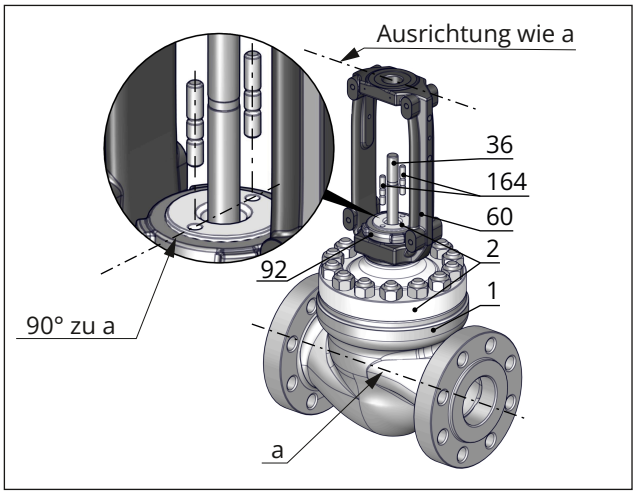

Bild 33: *Ausrichtung des Oberteils auf dem Ventilgehäuse und Ausrichtung des Jochs auf dem Oberteil*
14. Trägerelement (63) inklusive der eingepressten Buchse (7) senkrecht und konzentrisch über die Kegelstange (36) in das Gehäuse (1) einführen bis er auf der Auflagefläche innen im Gehäuse aufliegt. Dafür bei großen Nennweiten Sonderwerkzeug verwenden.
15. Neuen Spiraldichtring (126) am Trägerelement (63) einlegen.
16. Neuen Spiraldichtring (17) im Gehäuse (1) einlegen.
17. Ventiloberteil (2/21) einschließlich Joch (60) von oben senkrecht über die Kegelstange (36) lose auf das Gehäuse (1) setzen. Ausrichtung beachten, vgl. Bild 33. Die beiden Bohrungen auf der Oberseite des Oberteils müssen senkrecht zur Rohleitungsachse liegen.
18. Kegel (5) fest in den Sitz (4) drücken. Dabei Ventiloberteil (2/21) mit Gehäusemuttern (14) befestigen. Gehäusemuttern (14) schrittweise über Kreuz anziehen. Anzugsmomente beachten.
9. Am Ventilgehäuse (1) einen neuen Spiraldichtring (17) einlegen. Auflagefläche der Dichtung vorab reinigen und auf Unversehrtheit prüfen.
10. Am Trägerelement (63) bzw. Sitzniederhalter (124) einen neuen Spiraldichtring (126) einlegen. Auflagefläche der Dichtung vorab reinigen und auf Unversehrtheit prüfen.
11. Ventiloberteil (2/21) einschließlich Joch (60) von oben senkrecht über die Kegel- bzw. Kolbenstange (36) lose auf das Gehäuse (1) setzen. Ausrichtung beachten, vgl. Bild 33. Die beiden Bohrungen auf der Oberseite des Oberteils müssen senkrecht zur Rohleitungsachse liegen.
12. Kegel bzw. Kolben (5) fest in den Sitz (4) drücken. Dabei Ventiloberteil (2/21) mit Gehäusemuttern (14) befestigen. Gehäusemuttern (14) schrittweise über Kreuz anziehen. Anzugsmomente beachten.
13. Stopfbuchsteile mit einem geeigneten Werkzeug vorsichtig über die Kegel- bzw. Kolbenstange (36) in den Packungsraum einschieben. Korrekte Reihenfolge und Ausrichtung der Bauteile der jeweiligen Dokumentation der Ersatzteilpackung entnehmen und beachten.
14. Gewindebuchse (8) einschrauben und handfest anziehen.
15. Gewindebuchse (8) schrittweise bis zum vorgegebenen Anzugsmoment anziehen.
11. Am Ventilgehäuse (1) einen neuen Spiraldichtring (17) einlegen. Auflagefläche der Dichtung vorab reinigen und auf Unversehrtheit prüfen.
12. Am Trägerelement (63) bzw. Sitzniederhalter (124) einen neuen Spiraldichtring (126) einlegen. Auflagefläche der Dichtung vorab reinigen und auf Unversehrtheit prüfen.
13. Ventiloberteil (2/21) einschließlich Joch (60) von oben senkrecht über die Kegel- bzw. Kolbenstange (36) lose auf das Gehäuse (1) setzen. Ausrichtung beachten, vgl. Bild 33. Die beiden Bohrungen auf der Oberseite des Oberteils müssen senkrecht zur Rohleitungsachse liegen.
14. Kegel bzw. Kolben (5) fest in den Sitz (4) drücken. Dabei Ventiloberteil (2/21) mit Gehäusemuttern (14) befestigen. Gehäusemuttern (14) schrittweise über Kreuz anziehen. Anzugsmomente beachten.
15. Stopfbuchsteile mit einem geeigneten Werkzeug vorsichtig über die Kegel- bzw. Kolbenstange (36) in den Packungsraum einschieben. Korrekte Reihenfolge und Ausrichtung der Bauteile der jeweiligen Dokumentation der Ersatzteilpackung entnehmen und beachten.
16. Druckstück (8) einsetzen.
17. Packungsbrille (162) über die Stiftschrauben (164) am Ventiloberteil (2/21) auf das Druckstück (8) aufsetzen.
18. Beide Spannmuttern (163) (bei außen federbelasteter Packungsbrille inklusive der Tellerfedern) auf die Stiftschrauben (164) aufschrauben und handfest anziehen. Bei der federbelasteten Ausführung die Spannmuttern (163) dabei durch die Bohrungen der Packungsbrille führen.
19. Beide Spannmuttern (163) der Packungsbrille (162) am Sechskantkopf abwechselnd und schrittweise bis zum vorgegebenen Anzugsmoment anziehen.
6. Sitzniederhalter (124) inklusive der eingepressten Buchse (7) senkrecht und konzentrisch über die Kegelstange (36) in das Gehäuse (1) einführen und auf dem Sitz (4) positionieren. Dafür bei großen Nennweiten Sonderwerkzeug verwenden. Die Fensteröffnungen des Sitzniederhalters (124) symmetrisch zur Rohrleitungsachse ausrichten.
7. Neuen Spiraldichtring (126) am Sitzniederhalter (124) einlegen.
8. Neuen Spiraldichtring (17) im Gehäuse (1) einlegen.
9. Ventiloberteil (2/21) einschließlich Joch (60) von oben senkrecht über die Kegelstange (36) lose auf das Gehäuse (1) setzen. Ausrichtung beachten, vgl. Bild 33. Die beiden Bohrungen auf der Oberseite des Oberteils müssen senkrecht zur Rohleitungsachse liegen.
10. Kegel (5) fest in den Sitz (4) drücken. Dabei Ventiloberteil (2/21) mit Gehäusemuttern (14) befestigen. Gehäusemuttern (14) schrittweise über Kreuz anziehen. Anzugsmomente beachten.